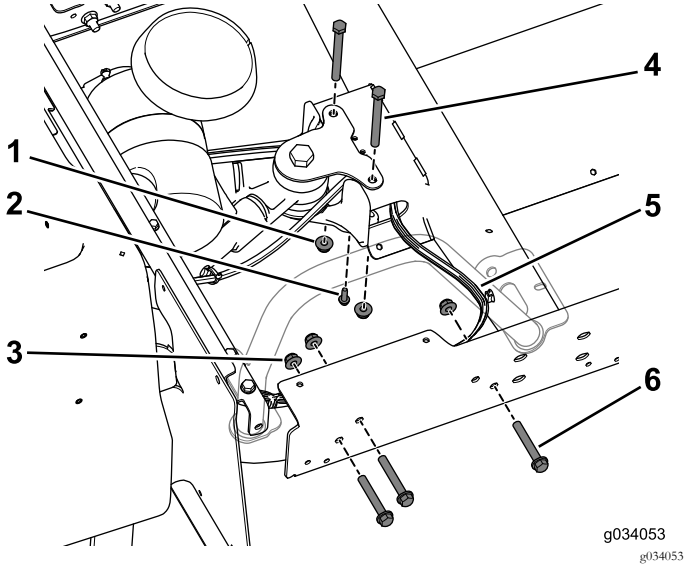

Figure 28
8. Servez-vous des 3 boulons (3/8" x 2½") et écrous à embase pour monter, sans le serrer, le longeron d'extension sur le châssis arrière (Figure 28). Procédez de même des deux côtés de la machine.
Remarque: Vérifiez que le faisceau de câblage sort bien du côté droit du profilé central (Figure 28).
9. Utilisez la vis autotaraudeuse (¼" x ¾") pour fixer le raccord en T de la conduite de frein sur le profilé central (Figure 28).
10. Servez-vous des 2 boulons (3/8" x 3¾") et des écrous à embase pour fixer, sans le serrer, le profilé central sur le support arrière (Figure 28).